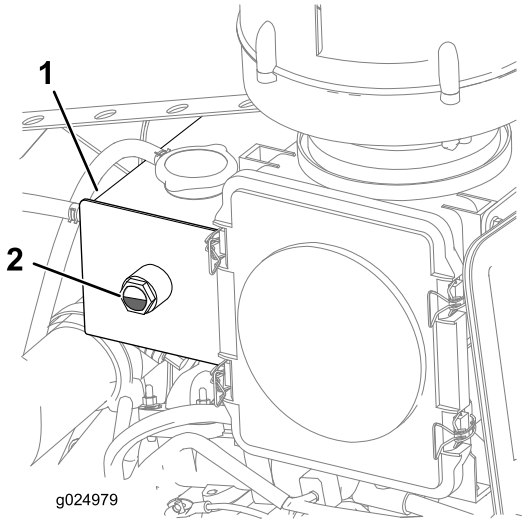

Figure 26
4. Contrôlez le niveau de liquide de refroidissement dans le vase d'expansion (Figure 26).
Remarque: Vérifiez que le niveau de liquide de refroidissement se situe entre 1/4 et les 3/4 de la hauteur du regard de niveau (Figure 26).